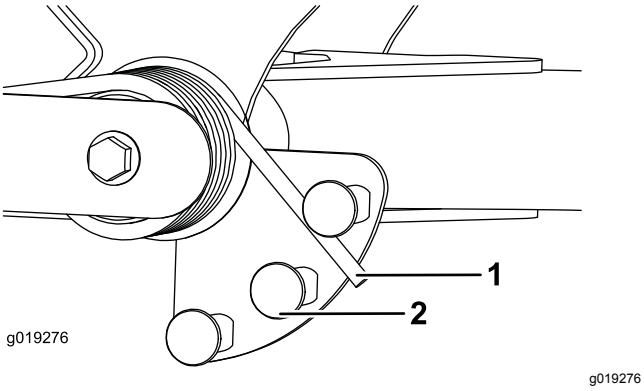

Figur 66
2. Sett inn et rør eller lignende objekt på den lange fjærenden og sving det rundt fjæraktuatoren til ønsket stilling (Figur 66).